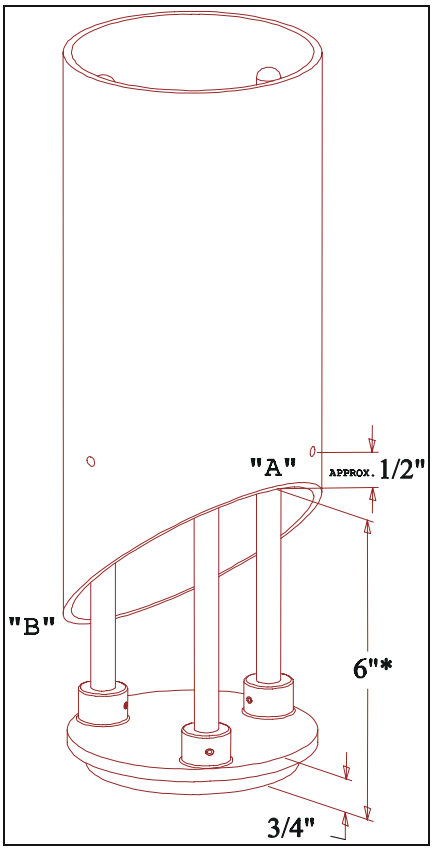

Figure 1
2. Using a # 11 Drill (0.191") - Drill a hole into the fill tube about 1/2" above and 1" to 1 1/16 over from point "A" (see figures 1 and 2). Keep in mind that the **POMECO Tank Bottom Protector** must rest on the bottom of the tank.